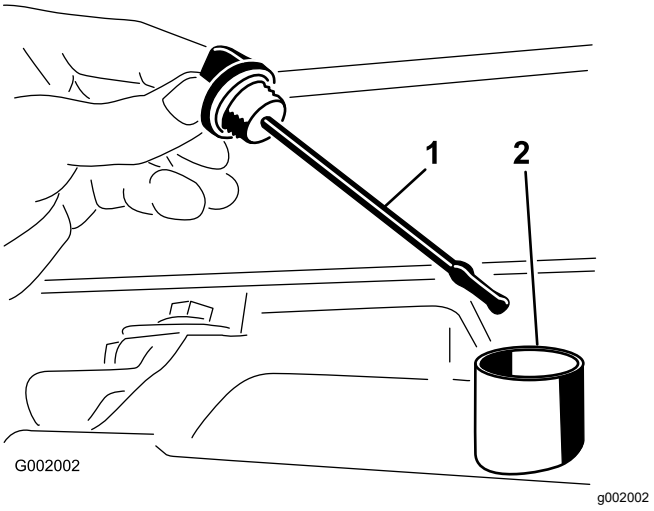

Figur 51
2. Ta ut stickan du kontrollerar växellådans oljenivå med och torka av den med en ren trasa (Figur 51).